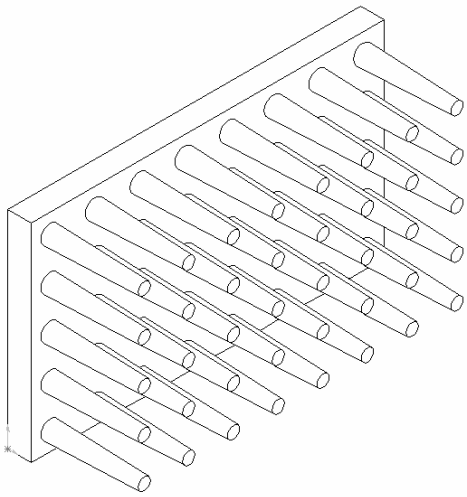

Рисунок 5.4 - Штыревой охладитель для полупроводникового прибора
6. Завершите создание массива нажатием кнопки *OK* (рис. 5.4).